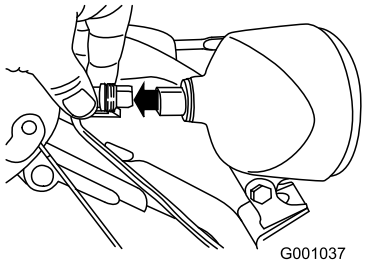

**Figur 52**
1. Dra ut kabelkontakten på strålkastarens baksida (Figur 52).